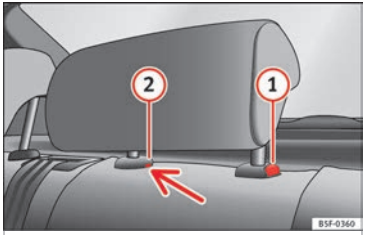

Fig. 142 Rear centre head restraint: release point.
– Press button (1) ››› Fig. 142, while simultaneously pressing on the security hole (2) ››› Fig. 142 with a flat screwdriver a maximum of 5 mm wide, and remove the head restraint.